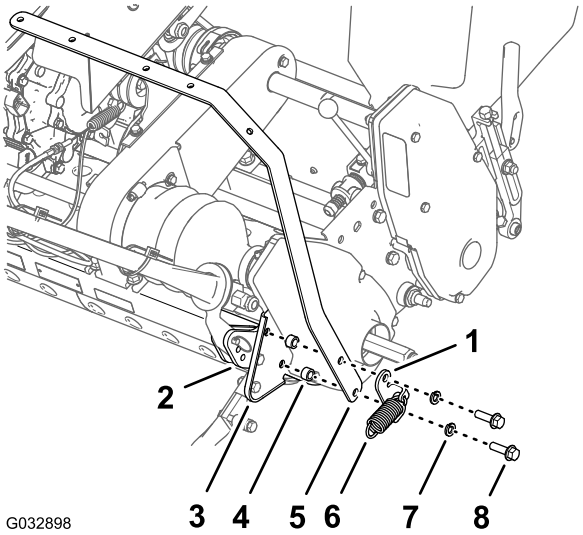

Figure 5
7. Assemblez le support d'accrochage du ressort, le support d'éclairage droit, les 2 entretoises et la plaque latérale droite sur la plaquette extérieure du cadre arrière (Figure 5) à l'aide des 2 boulons à embase (3/8 x 1-1/4 po) et des 2 rondelles frein (3/8 po) que vous avez retirés à l'opération 6).